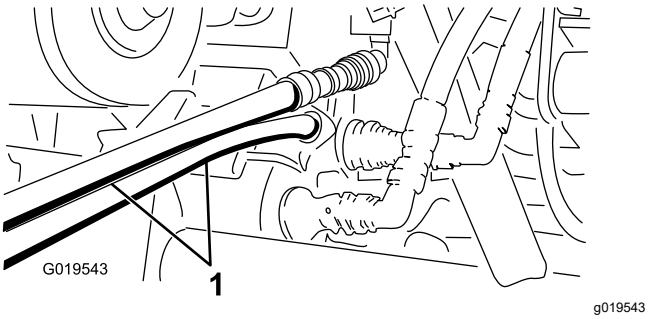

Figura 68
5. En la otra máquina, conecte las dos mangueras al acoplamiento que permanece todavía en el soporte de acoplamiento (Figura 68).